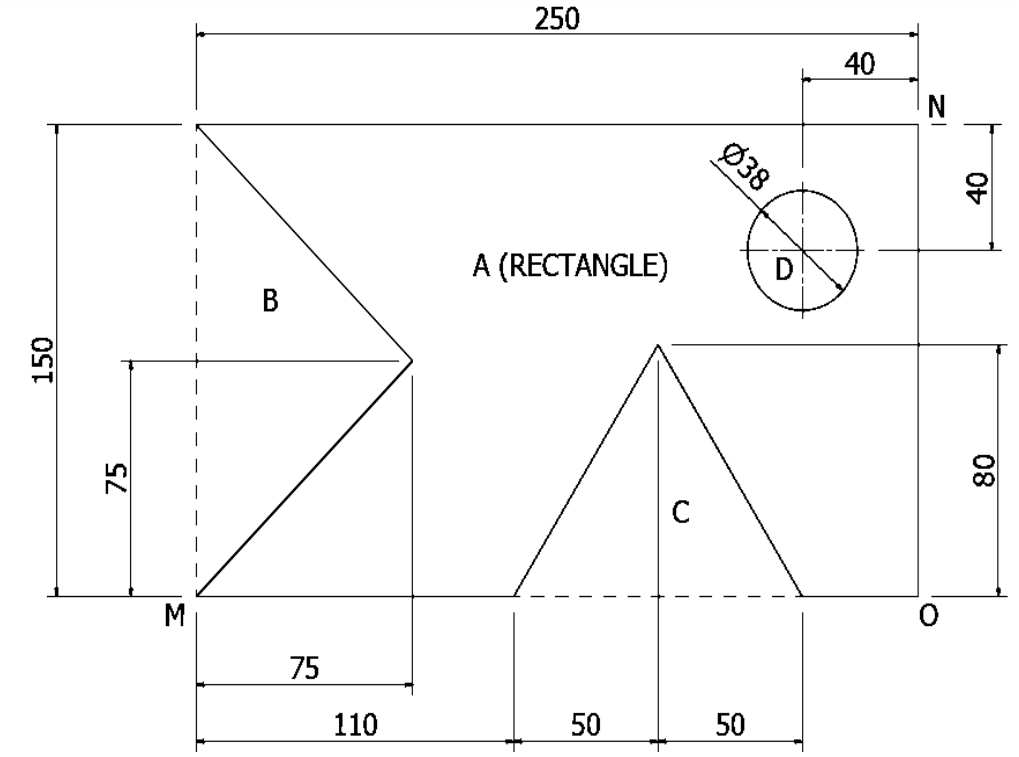

FIGUUR 2
4.2 'n Laminêre vlak ('plane laminar') word in FIGUUR 2 hier onder getoon.